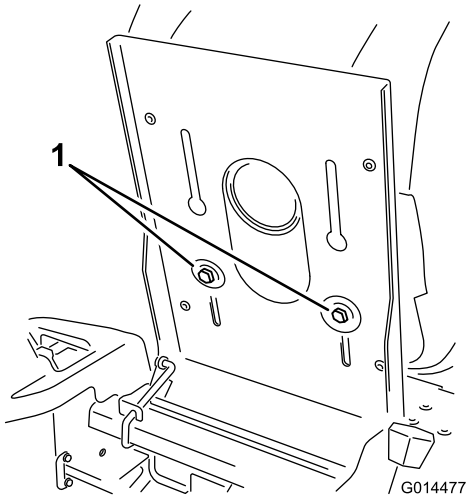

Figur 22
1. Løft setet og løsne justeringsboltene, akkurat nok til å bevege på setet (Figur 22).